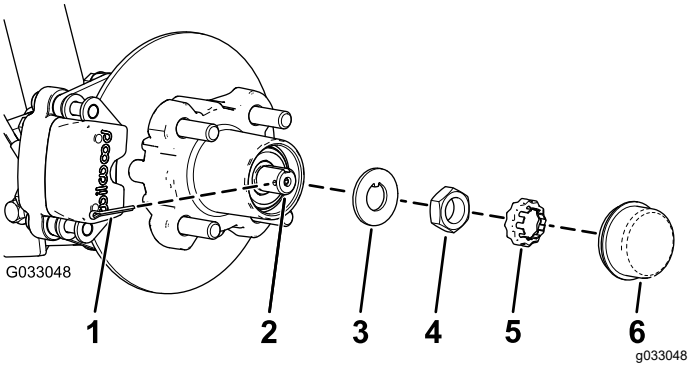
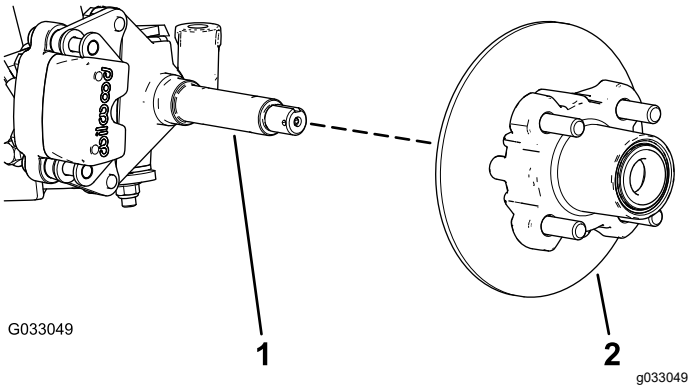

Figura 27
Figura 28
4. Retire o tampão antipoeira do cubo (Figura 27).
5. Retire o contrapino e o retentor da porca do eixo e porca do eixo (Figura 27).
6. Retire a porca do eixo do eixo e afaste o conjunto do cubo e o rotor do eixo (Figura 27 e Figura 28).